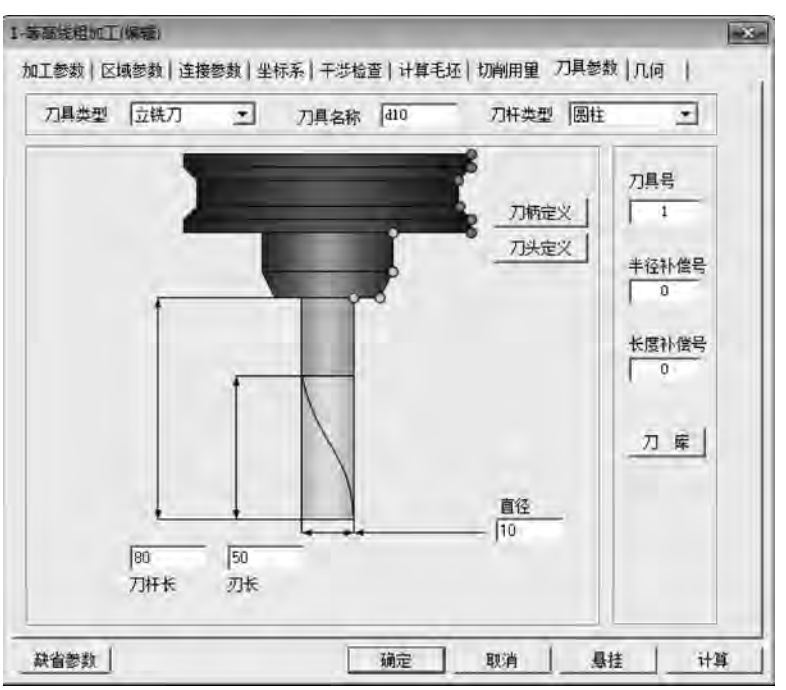

图 5-159 “刀具参数”选项卡
⑥ 设置刀具参数。单击“刀库”按钮，选择增加的刀具号为 1 的 D01 立铣刀，如图 5-159 所示。